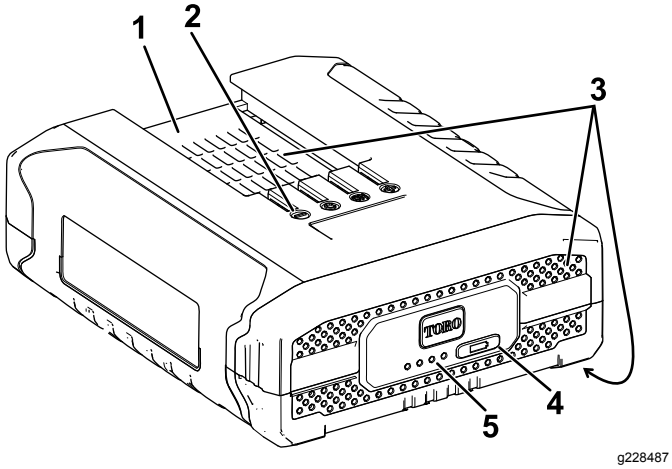

**Figura 3**
2. Alinee el hueco de la batería (Figura 3) con la lengüeta del cargador.